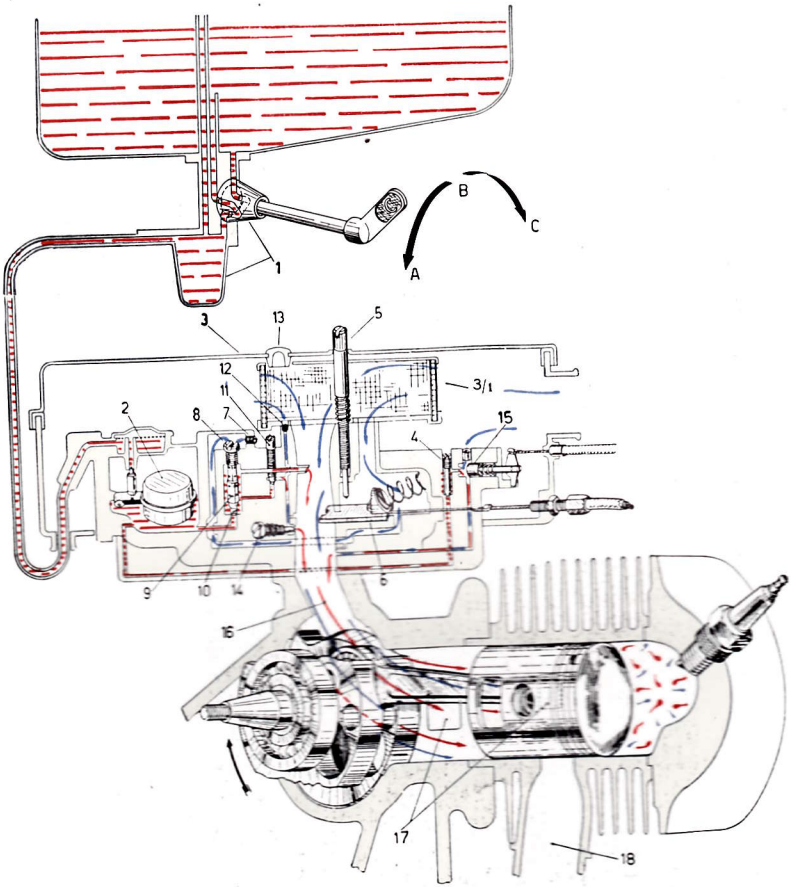

Fig. 10 - Schema dell'alimentazione e distribuzione
Per regolare il minimo, avvitare o svitare la vite zigrinata uscente dal coperchio del depuratore (fig. 10, n. 5).
— Sul corpo del depuratore, è applicato un registro a vite (ved. fig. 10) per la regolazione del gioco della trasmissione comando gas; tale regolazione deve essere eseguita **solo in caso di necessità** o di smontaggi e rimontaggi.
— Sulla parete opposta al suddetto registro, il depuratore ha un foro con tappo; smontato quest'ultimo si può accedere alla vite con molla che parzializza il condotto del minimo (ved. fig. 10, n. 14).
1) A motore fermo, col comando gas completamente tirato, immettere nel carburatore attraverso il foro sul depuratore aria (n. 13, fig. 10) 40 cc. di **Olio Essolube 30 MS** oppure **Esso Motor Oil 30.** Dopo ciò, azionare 3 ÷ 4 volte la leva avviamento.